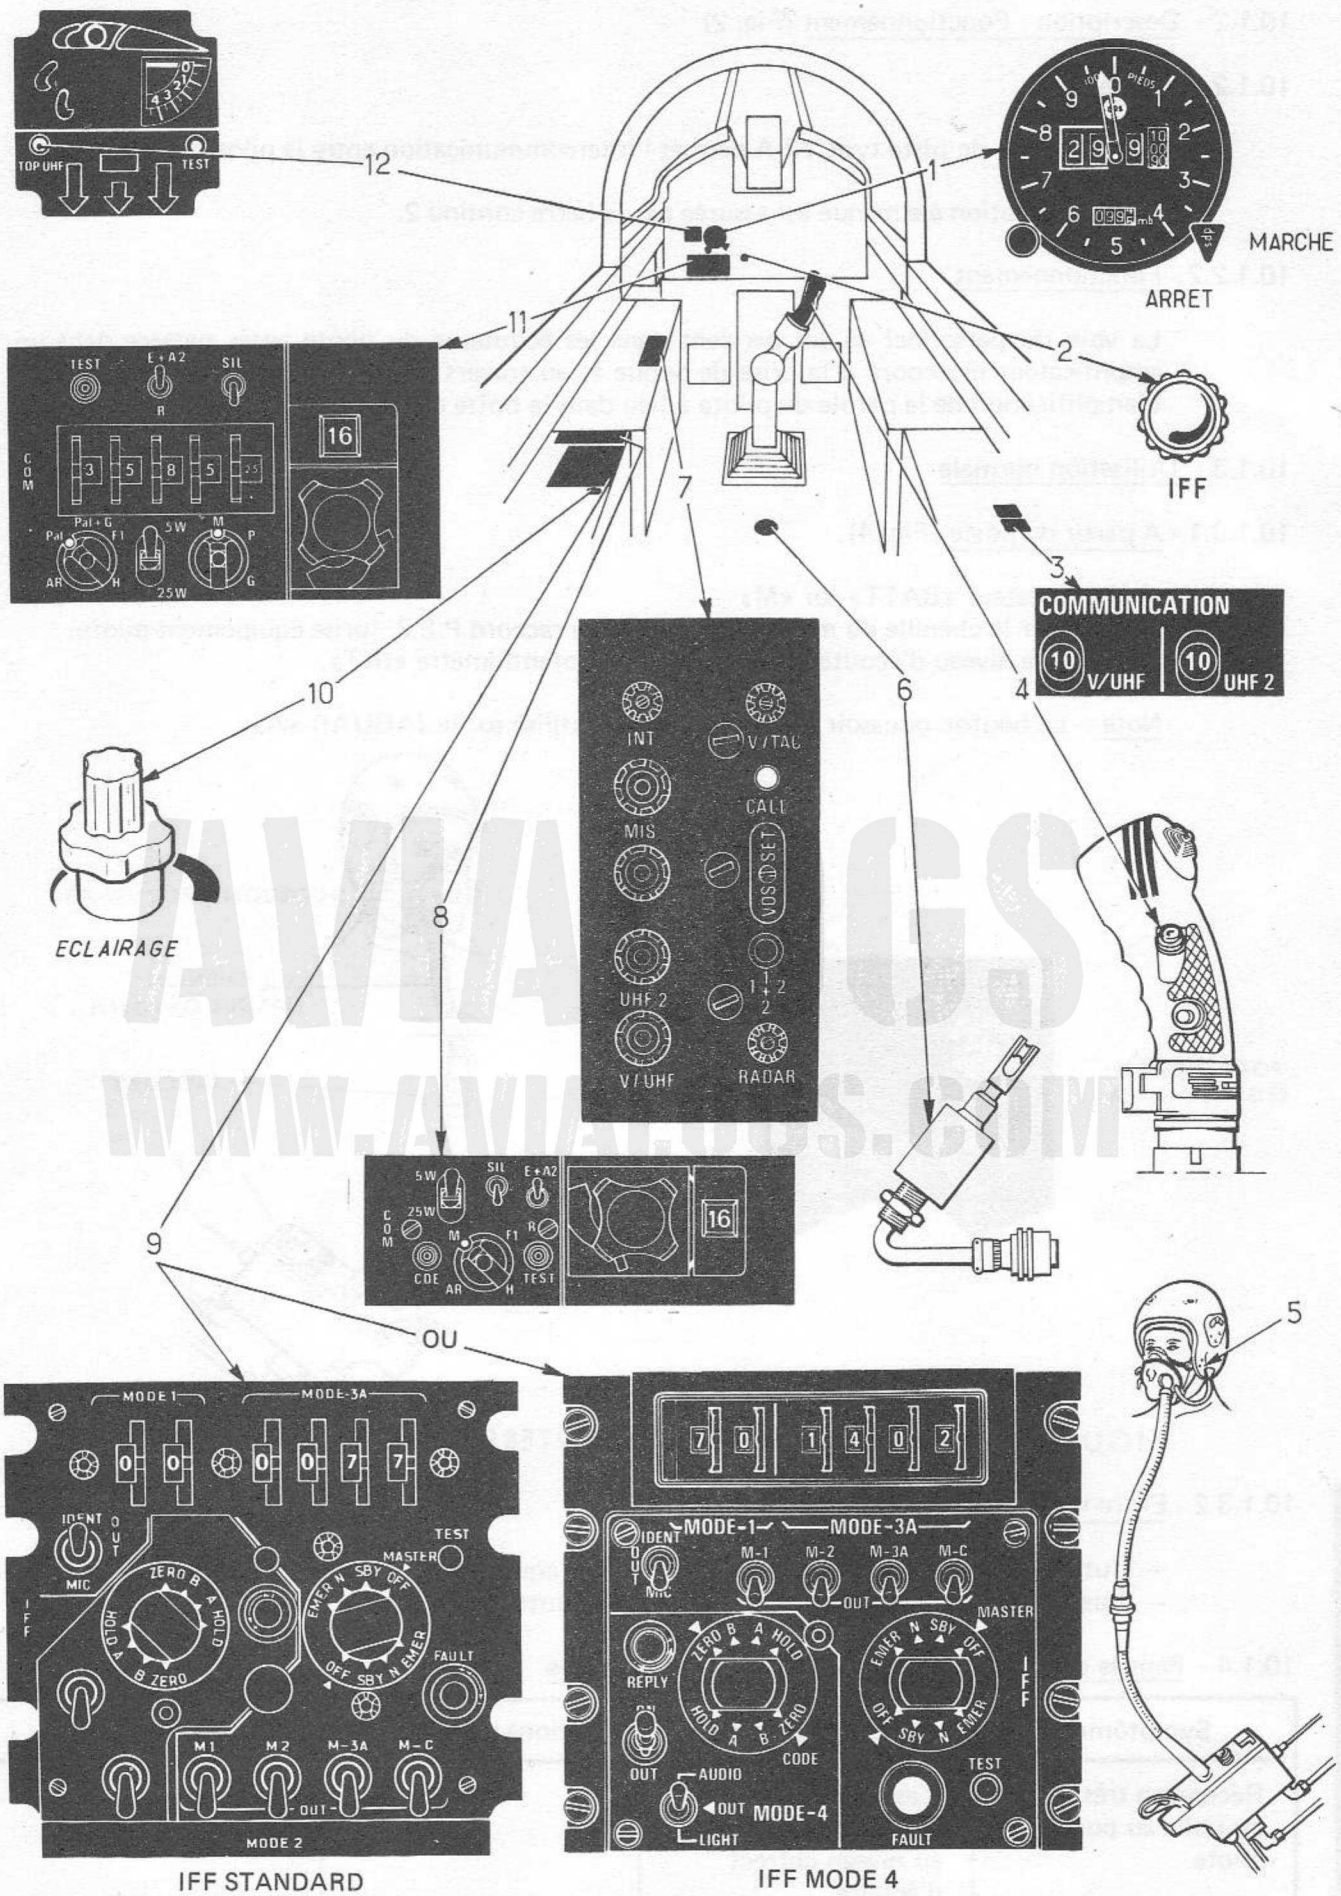

FIGURE 3 - COMMANDES ET CONTROLES DES EQUIPEMENTS RADIO
10.1.1 - Commandes et instruments de contrôle (Fig. 3)
10.2.1 - Commandes et instruments de contrôle (Fig. 3)
10.2.3 - Utilisation normale (Fig. 3)